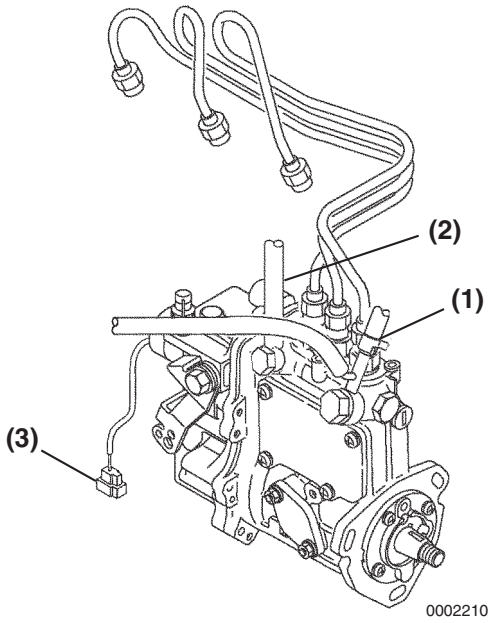

Figure 7-8
7. Disconnect the fuel return lines from the fitting on the fuel injection pump **(Figure 7-8, (1)).** Plug the open ends of the lines to minimize leakage and prevent contamination.
8. Remove the fuel supply line **(Figure 7-8, (2))** from the fitting on the fuel injection pump.
11. Separate the stop solenoid wiring connector **(Figure 7-8, (3))**.